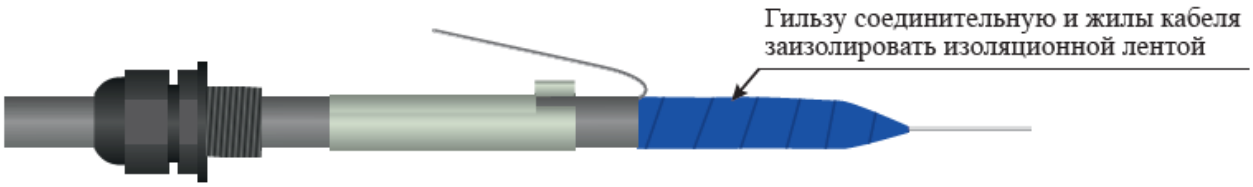

Рисунок 4.12
– гильзу соединительную и жилы кабеля ТППэп заизолировать изоляционной лентой (рисунок 4.12);